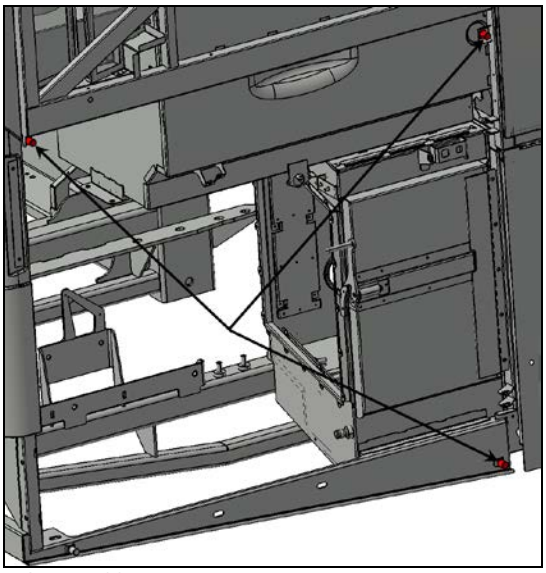
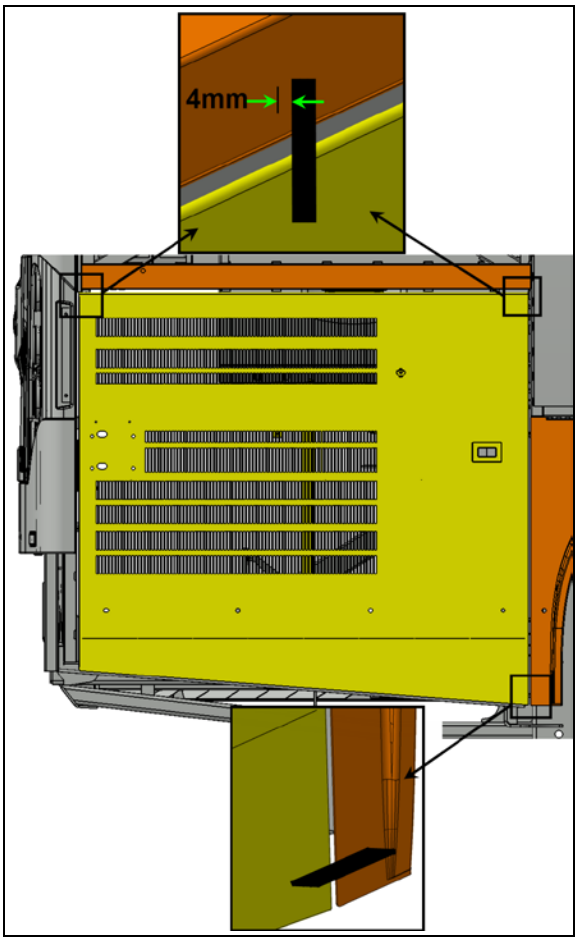

FIGURE 123:
FIGURE 124:
18. Visser ou dévisser les butées supérieures afin que la partie supérieure de la porte excède le panneau supérieur de 5/32" à 3/16" (4mm à 5mm) (Voir Figure 123: et Figure 124:).